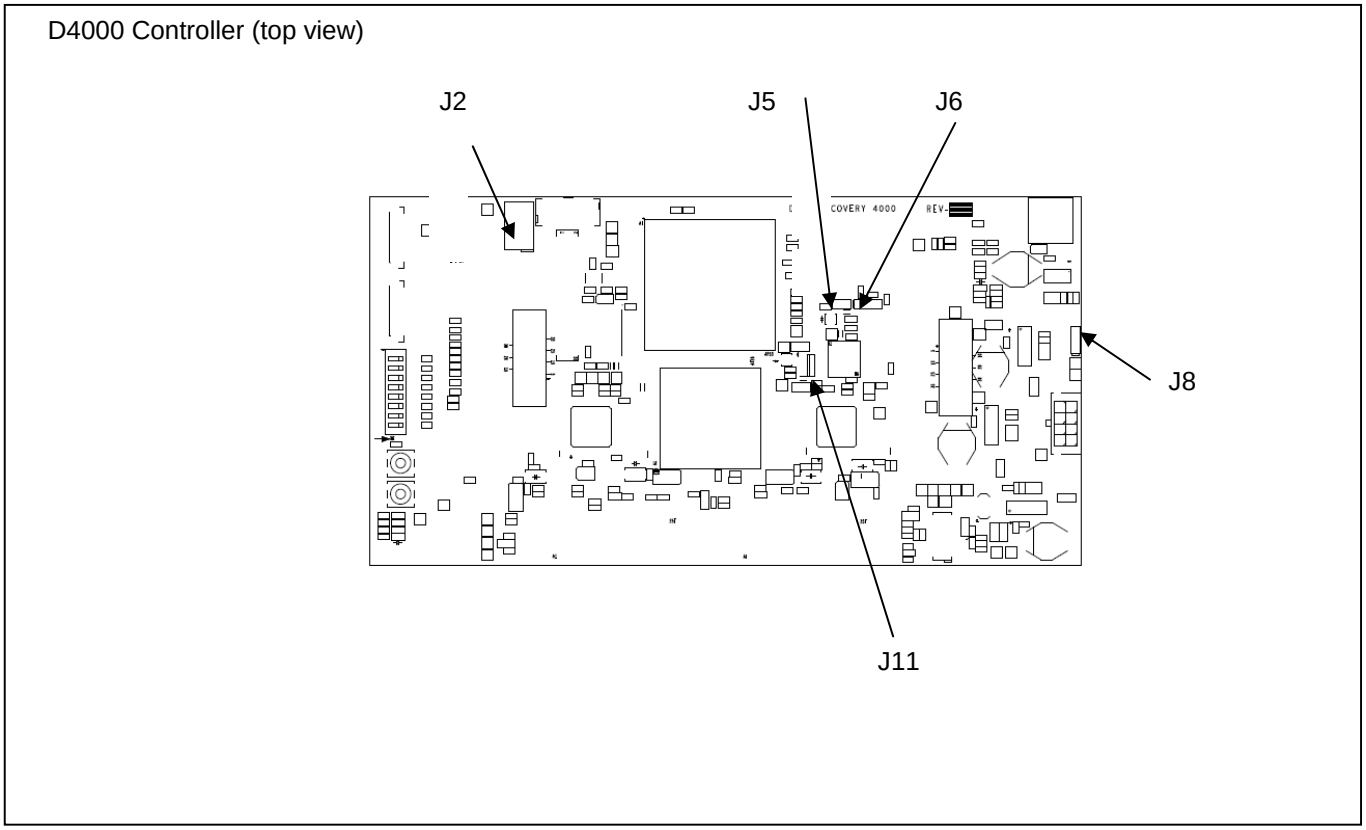

*Figure 6 D4000 Controller Configuration Jumpers*
*This section describes the D4000 Controller Board configuration jumpers. Figure 6 shows jumperr locations on the D4000 controller board.*